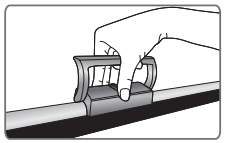

Figure 13
1. Grasp the handle and retract the screen into the casing till the handle base is firmly fastened in the tube lock . (Figure 13 - 15)